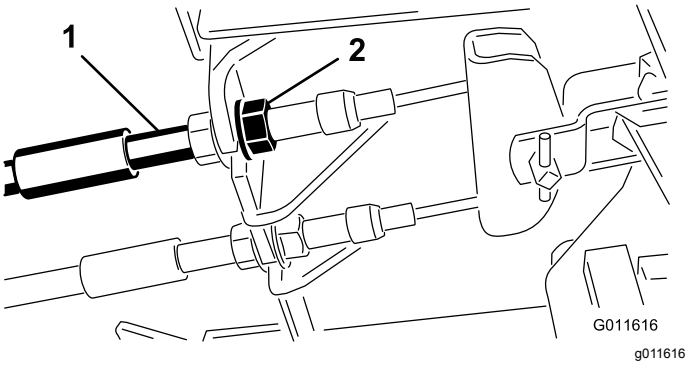

Figuur 95
1. Om de speling op de rempedalen te verkleinen, draait u de remmen vast. Draai hiervoor de voorste moer op het draadeinde van de remkabel los (Figuur 95).